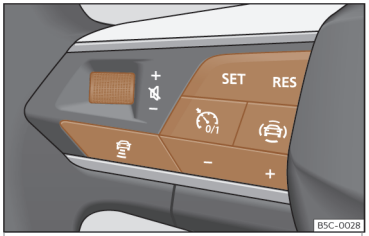

Abb. 159 Am Multifunktionslenkrad: Tasten zur ACC-Bedienung
Ihr Fahrzeug verfügt über ACC, wenn das Einstellungsmenü im Infotainment-System verfügbar ist››› Seite 95, und wenn am Multifunktionslenkrad die Tasten zur Bedienung von ACC zur Verfügung stehen››› Abb. 159.
- Taste **SET** drücken, um die Regelung zu starten››› **Abb. 159**.
Um die Geschwindigkeit zu programmieren, drücken Sie die Tasten + o – ››› **Abb. 159** bis zur gewünschten Geschwindigkeit. Die Einstellung der Geschwindigkeit erfolgt in Schritten von 10 km/h (5 mph).
- Taste und danach Taste + oder – ››› **Abb. 159** drücken.